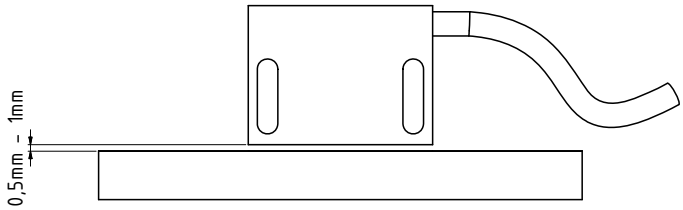
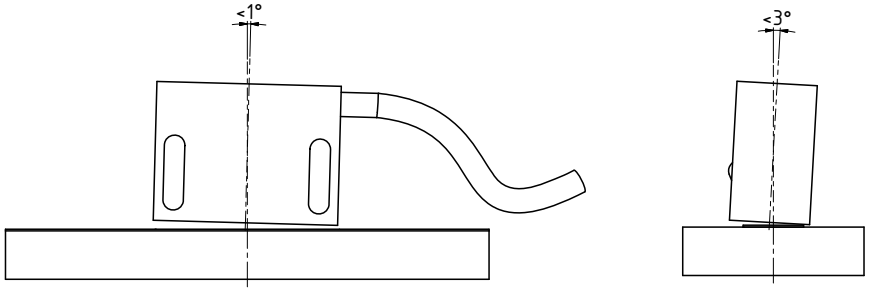
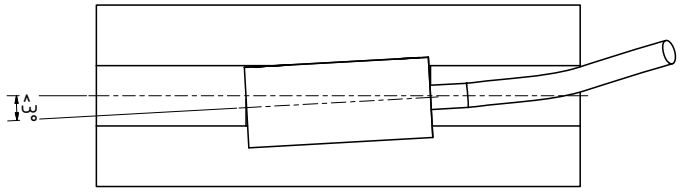

Abb.6-5: Abstand Sensor / Magnetband
Abb.6-6: Maximale Fluchtungsfehler
Abb.6-7: Ausrichtung des Sensors
- Abstandsmaße zwischen Sensor und Magnetband sowie Winkeltoleranzen beachten, diese müssen über die gesamte Meßstrecke eingehalten werden! (☞ Abb.6-5: bis ☞ Abb.6-7:)
- Die Abstandstoleranz zwischen Sensor und Magnetband wurde nicht über die gesamte Meßstrecke eingehalten, der Sensor streift auf dem Magnetband (☞ Abb.6-5:).
- Der Sensor ist mit der aktiven Seite vom Band abgewandert montiert (☞ Abb.6-7: und ☞ Abb.6-7:).
- Der Sensor wurde nicht entsprechend ☞ Abb.6-5: und ☞ Abb.6-6: ausgerichtet